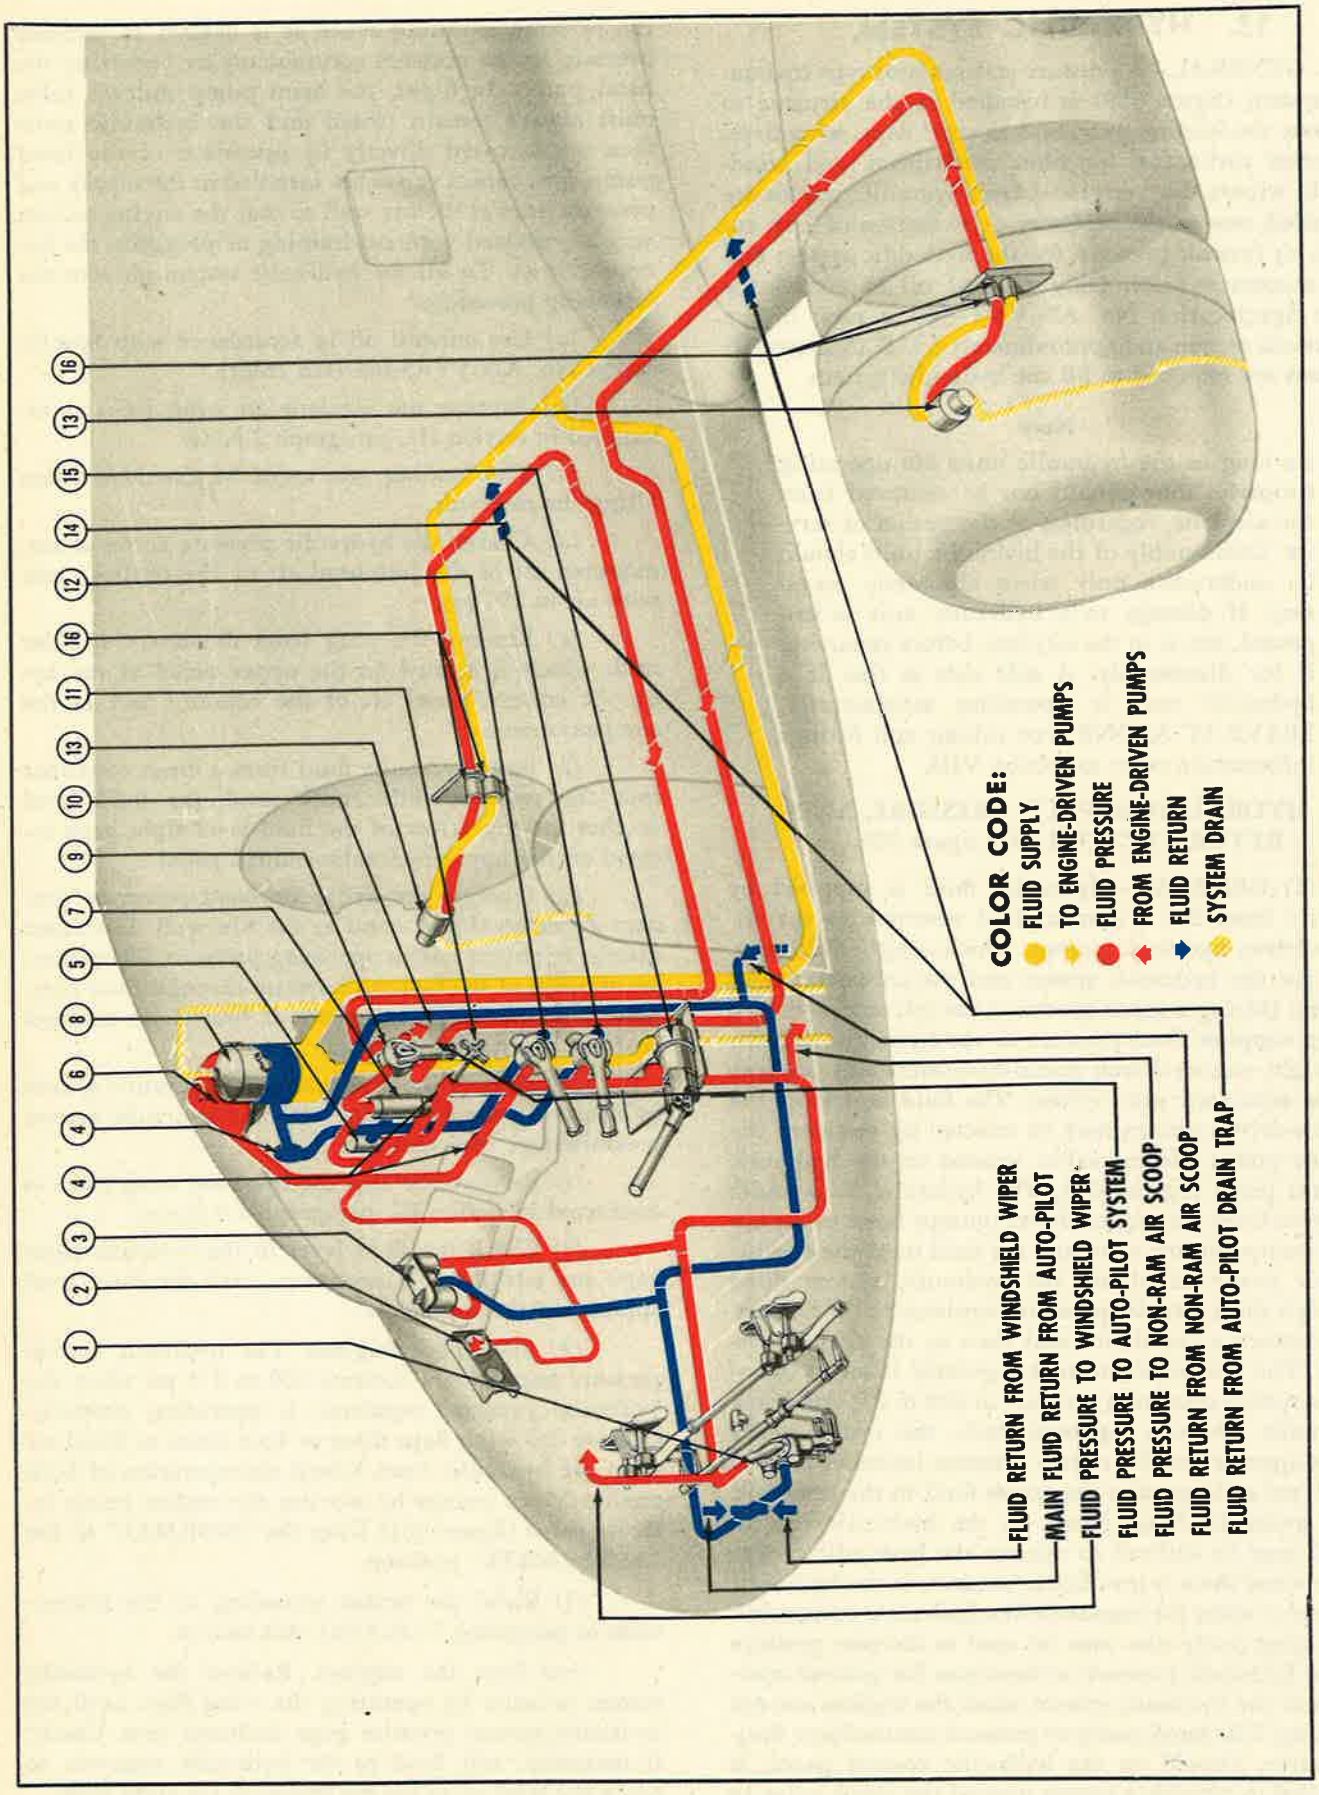

Figure 360—Supply, Pressure, and Return Hydraulic System
b. HYDRAULIC SUPPLY, PRESSURE, AND RETURN SYSTEM. *(See figure 360.)*
KEY TO FIGURE 360